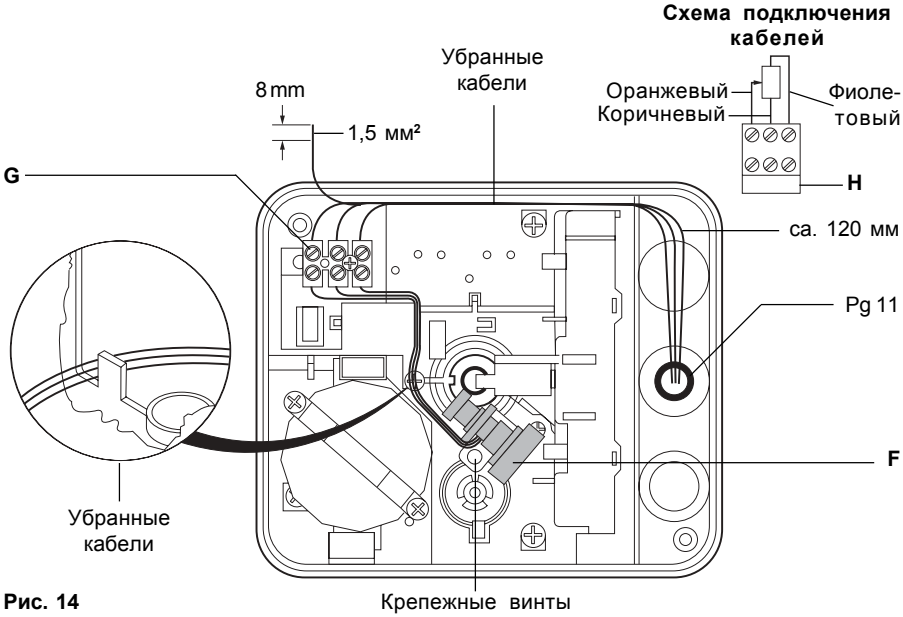

Рис. 14
3. Установите и прикрутите потенциометр как это показано на Рис. 14.
6. Соедините кабели как это показано на Рис. 14.